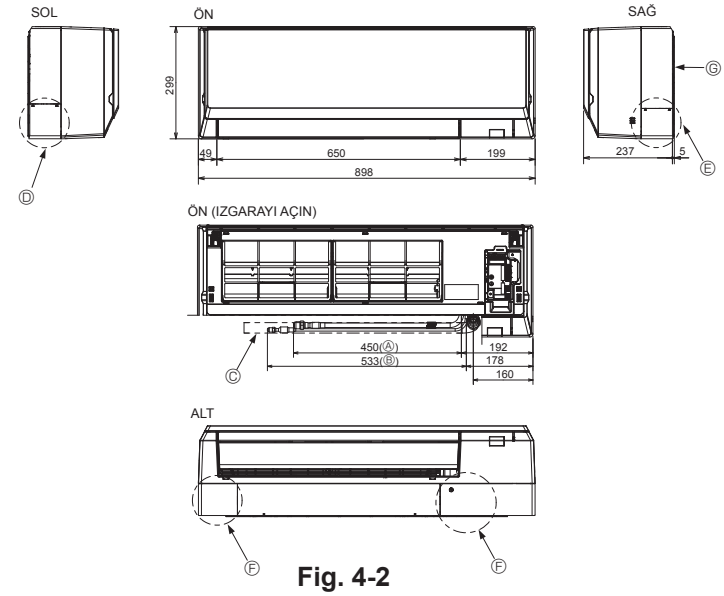

Fig. 4-2
4.2. Soğutucu ve drenaj borularının yerlerinin belirlenmesi (Fig. 4-2)